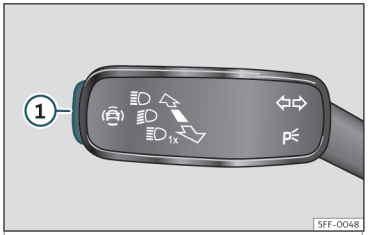

Fig. 61 Sulla leva degli indicatori di direzione e degli abbaglianti: chiave per i sistemi di assistenza alla guida (a seconda delle versioni).
- Premere brevemente il tasto ››› **fig. 61** ① per aprire il menu **Assistenti**.